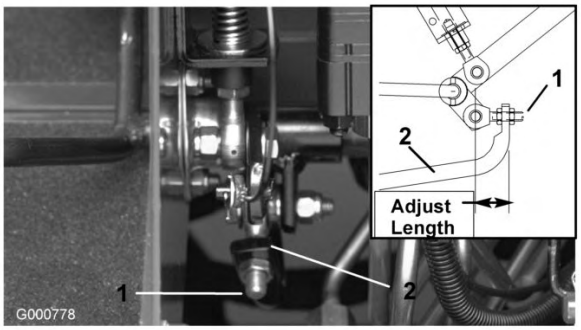

Bild 59
4. Stellen Sie die Bundmuttern am Pumpenstangenende ein, um die Pumpensteuerungsstange nach vorne zu verschieben, um ein Verschieben nach vorne zu vermeiden, oder um die Pumpensteuerungsstange nach hinten zu verschieben, um ein Verschieben nach hinten zu vermeiden (Bild 59).